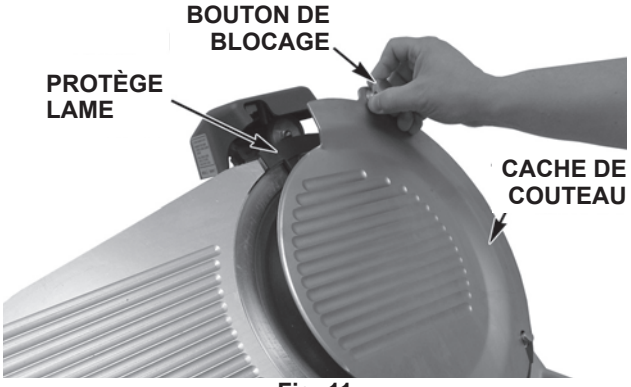

Fig. 11
- Retirez le cache du couteau (Fig. 11) en tirant le bouton de blocage. Le cache du couteau est maintenu par un aimant sous le bouton de blocage.
- Soulevez le protège lame en plastique (Fig. 11) pour le retirer.